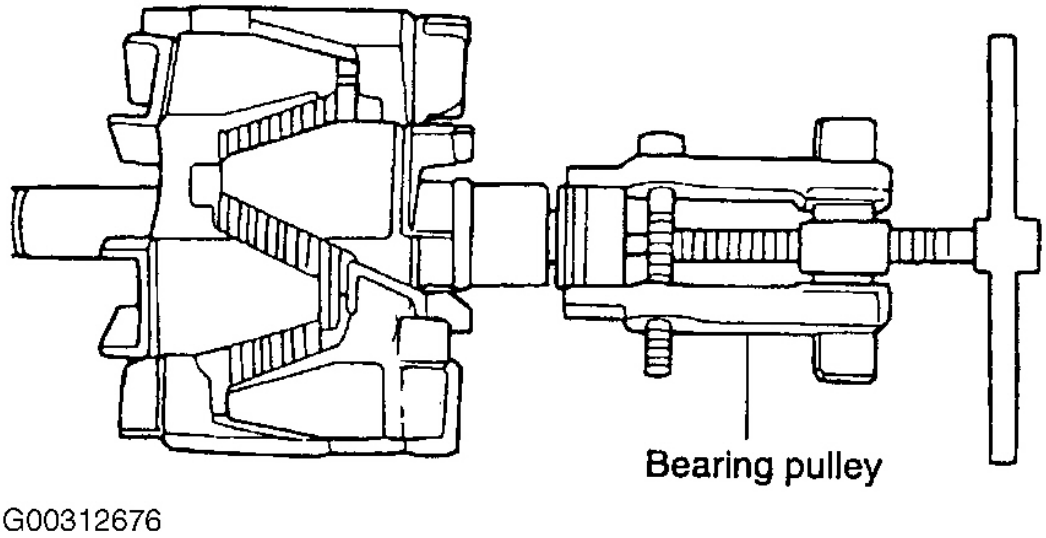

Fig. 14: Eliminación del cojinete trasero con un extractor
6. Retirar cojinete trasero con un extractor de cojinetes. Ver **La Fig. 14** .